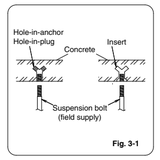

Fig. 3-1
(2) Screw in the suspension bolts allowing them to protrude from the ceiling as shown in Fig. 3-1.